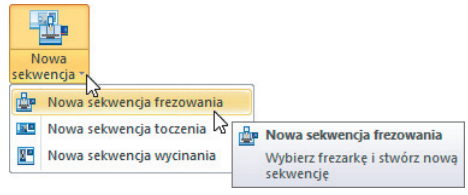

Rysunek 9.9. Wybór ikony — Nowa sekwencja frezowania
1. Na karcie *Ustawienia*, w panelu *Obrabiarka* wybierz funkcję *Nowa sekwencja*, a następnie wskaż opcję *Nowa sekwencja frezowania* (rysunek 9.9).